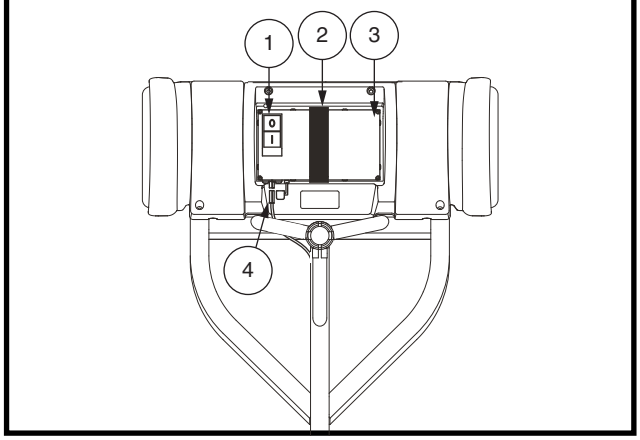

Figure 12. Boîtier de batterie
- Appuyez sur le bouton d'alimentation de le batterie pour allumer votre scooter. Le bouton d'alimentation sert également de disjoncteur principal. **Voir la figure 12.**
Votre scooter est équipé d'un système novateur facile à enlever batterie Lithium-Ion. Voir III. "Piles and Charge »pour les instructions de remplacement de la batterie. **Voir la figure 12 et 13.**
Le bouton d'alimentation sert également de disjoncteur principal. Quand la tension dans les batteries de votre scooter devient faible ou la le scooter est fortement sollicité en raison de charges excessives ou pentes raides, le disjoncteur principal peut déclencher pour protéger le moteur et les composants électroniques ne sont pas endommagés. **Voir la figure 12.**